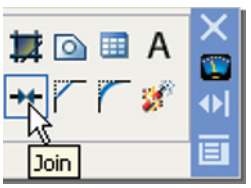

Fig. 5.37 The **Join** tool icon from the **2D Draw** control panel
2. Call the **Join** tool – either *click* the **Join** tool icon in the **2D Draw** control panel (Fig. 5.37), or *left-click* its tool icon in the **Modify** toolbar, or select **Join** from the **Modify** drop-down menu, or *enter* **join** or **j** at the command line. The command line shows: